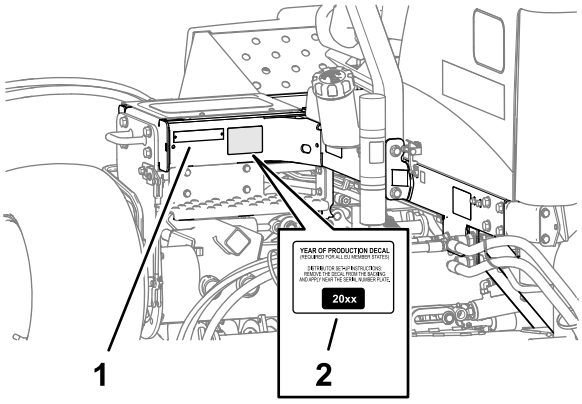

Figur 21
1. Tør venstre stel i nærheden af model-/serienummerpladen af med sprit, og lad stellet tørre (Figur 21).
2. Fjern bagsiden, og påfør mærkaten med produktionsår på stellet i nærheden serienummerpladen som vist i Figur 21.